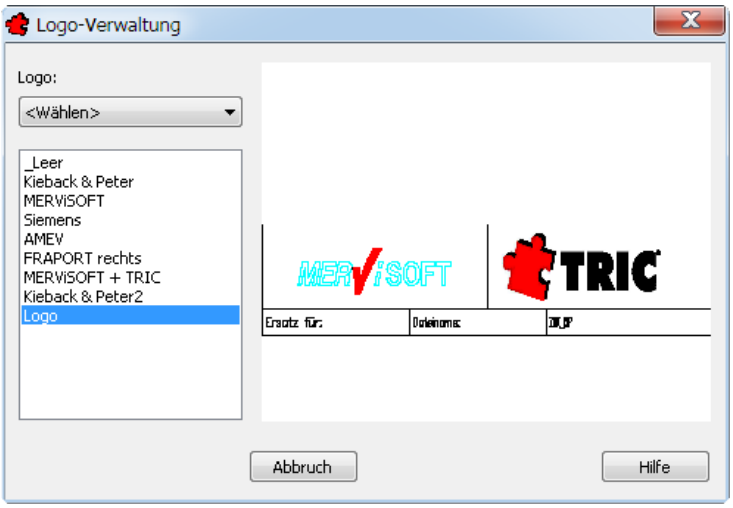

Bild 26.17 – Das neue Logo in der Logoverwaltung
- Wenn Sie die Logoverwaltung das nächste Mal aufrufen, so erscheint dort das soeben erstellte Logo in der Rubrikenliste (Abb. 26.17).